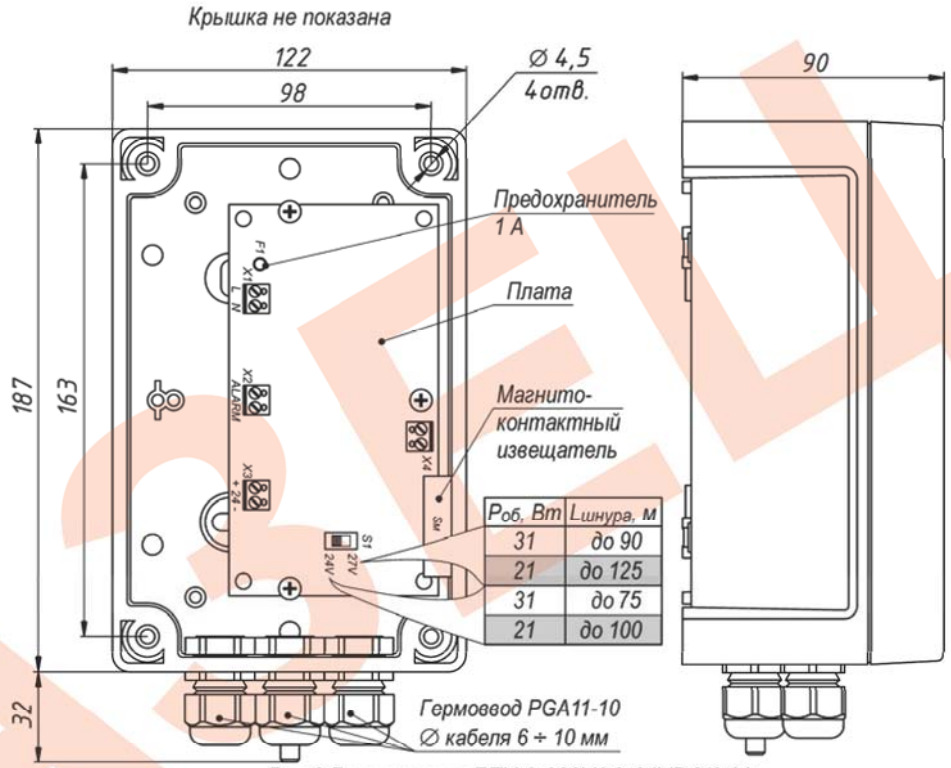

Рис.3 Блок питания БПУ-2-220VAC-24VDC/2,0А
4. Монтаж и подключение блока питания и сети Ethernet произвести в соответствии с руководством по эксплуатации ИМПФ.463132.025 РЭ (п.3) и рис.3 данного паспорта.